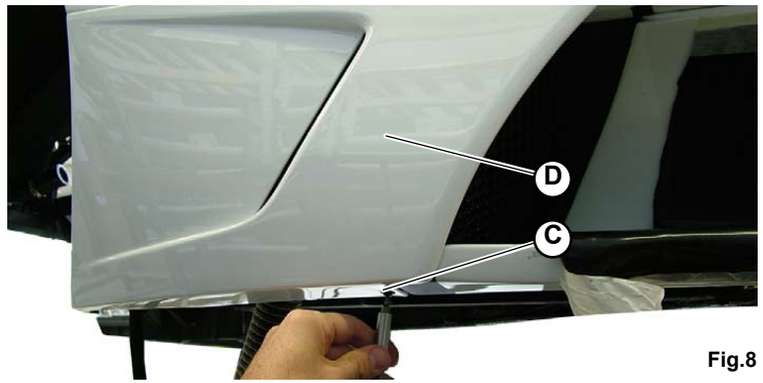

Fig.8
3. Unscrew the screw (**C-Fig.8**) on the lower part and remove the rear part of the side member (**D-Fig.8**).